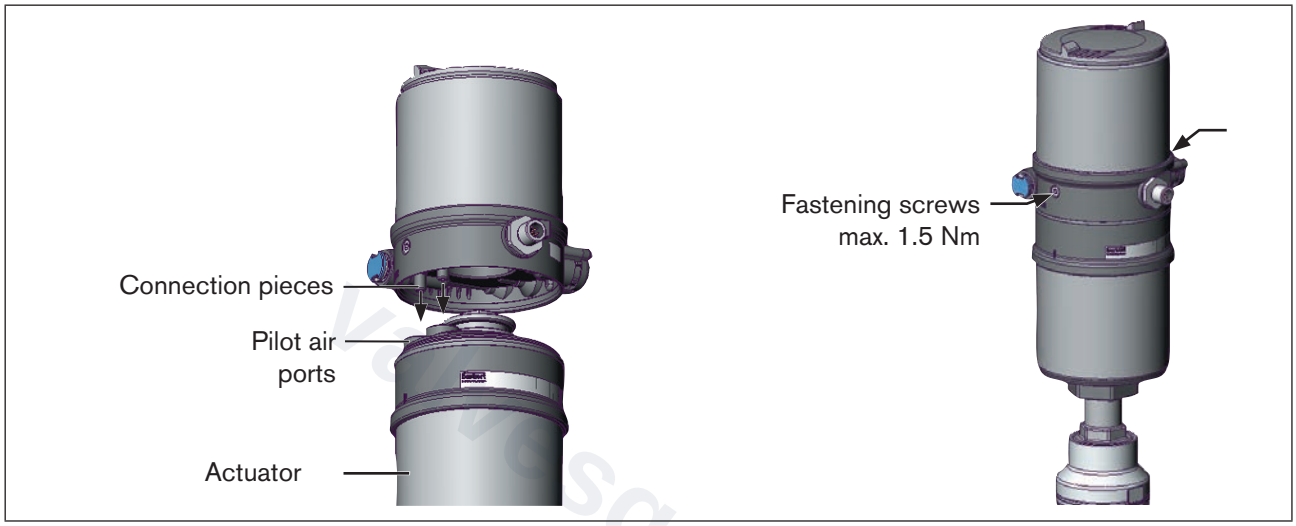

Figure 23: Installation of positioner, series 2103, 2300 and 2301
2. the connection pieces of the positioner can be inserted into the pilot air ports of the actuator (see also "Figure 23").